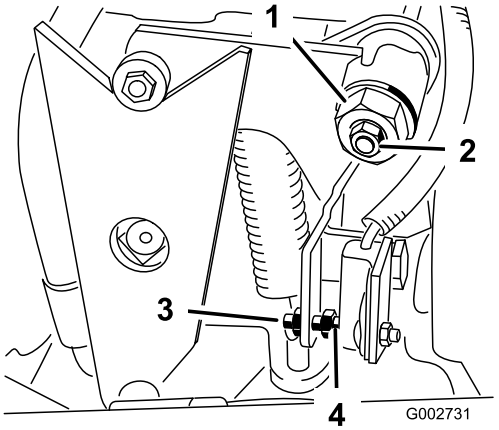

Figur 33
4. Lossa låsmuttern på hjuldrivningens justeringskam (Figur 33).
5. Starta motorn och vrid den sexkantiga kambulten (Figur 33) i bägge riktningar för att fastställa neutrallägets mittpunkt.
3. Justera skruven tills mellanrummet är 1,5 mm ± 0,8 mm (Figur 33).